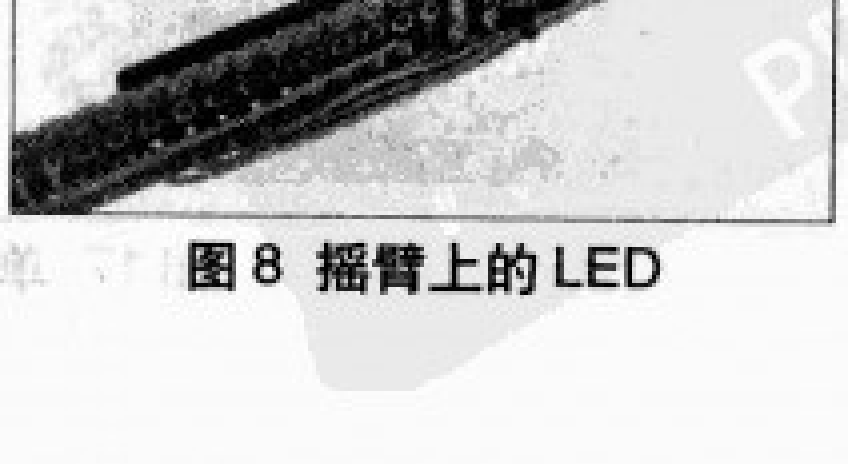

图8 摇臂上的LED
2. LED的焊接，将LED两脚跨接在电路板两端的方式进行焊接。使LED紧密排列在一起，见图8。